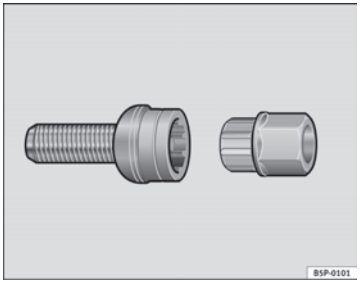

Fig. 145 Anti-theft wheel bolt
– Insert the adapter onto the wheel bolt and push it on as far as it will go ⇒ fig. 145.